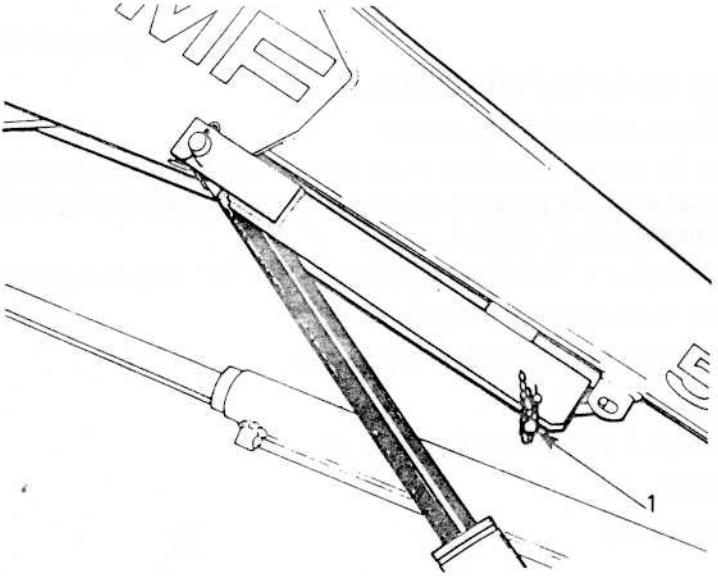
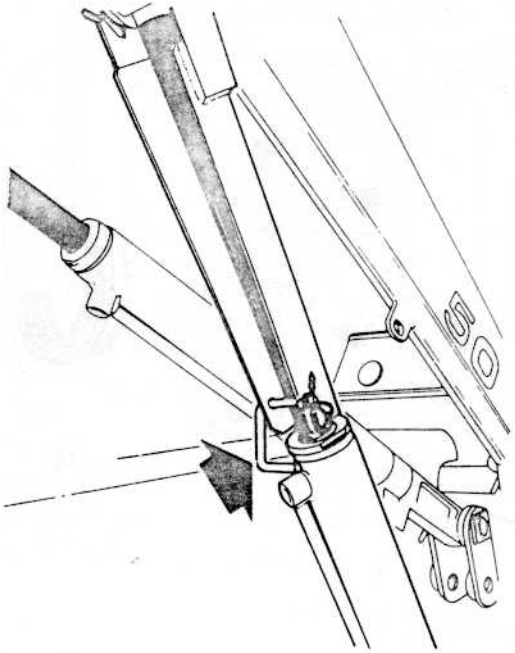

fig 95
fig 96
Dispositif de sécurité (Figures 95 et 96)
Pour mettre en place le dispositif de sécurité (Figure 95), retirer la goupille à ressort (1) et ensuite la barre en "U", tout en maintenant le dispositif. Abaisser le dispositif contre la tige du vérin et remettre en place la barre en "U" ainsi que la goupille pour fixer le dispositif sur le vérin (Figure 96).